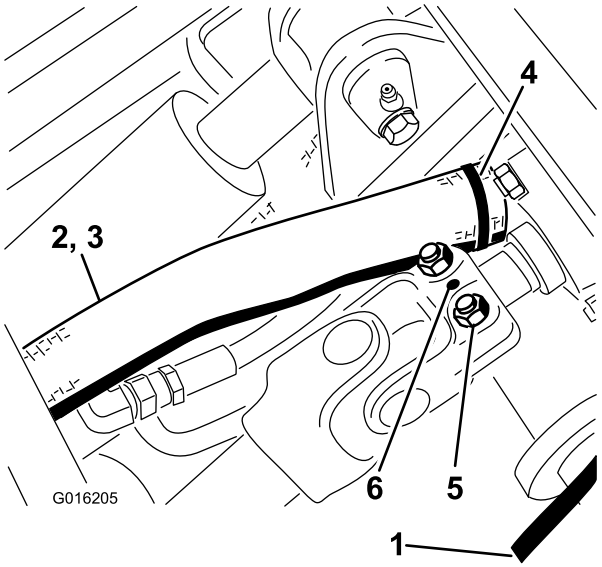

Figur 108
30. Monter valsetappen (Figur 108).